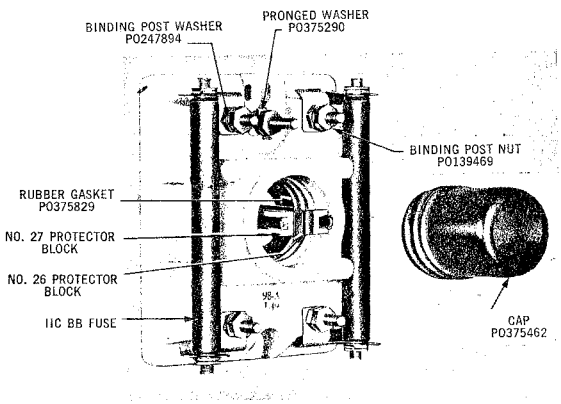

Fig. 2 — 98A Protector
2.02 *98A Fused Protector* (Fig. 2) consists essentially of a base of insulating material equipped with two No. 11CBB fuses and two each No. 26 and 27 protector blocks. The 98A Fused Protector is used only when conditions described in Paras. 7.02, 7.03 and 7.06 cannot be met.